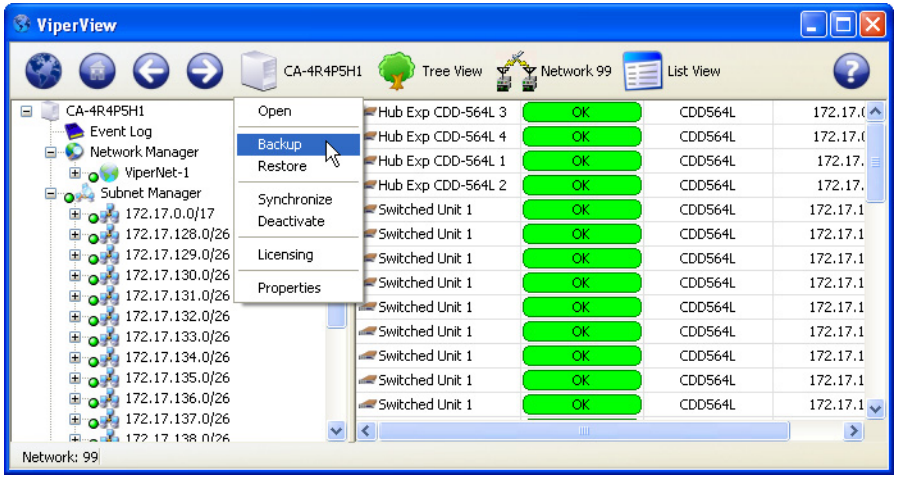

Figure 3-17 Backup VMS Database command
1. Click on the VMS Server icon in the top tool bar and select **Backup** from the drop-down menu, figure 3-17.